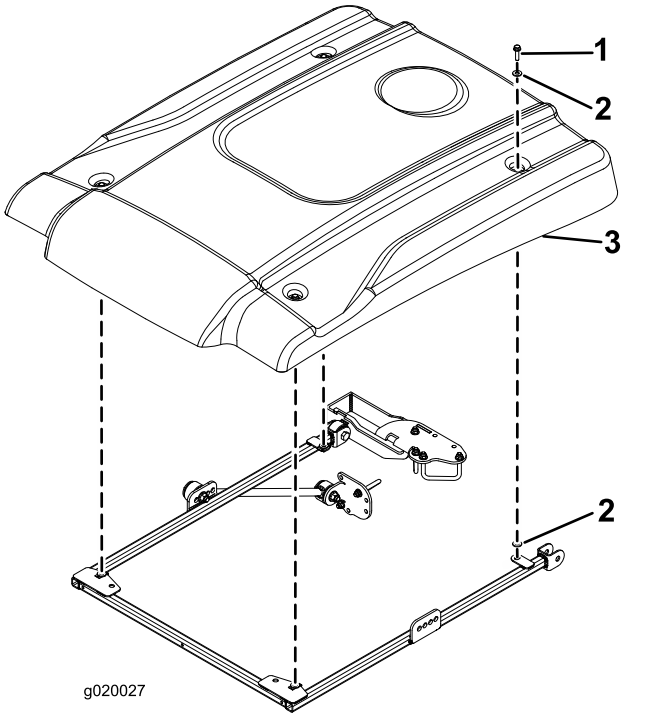

Figura 29
12. Alinee los taladros de montaje y posicione el toldo sobre el bastidor, según se muestra en Figura 29.
13. Sujete provisionalmente cada esquina del toldo al bastidor con un perno con arandela prensada (5/16" x 2¼") y 2 arandelas pequeñas (Figura 29). Coloque una arandela en cada lado del anillo de goma del toldo.